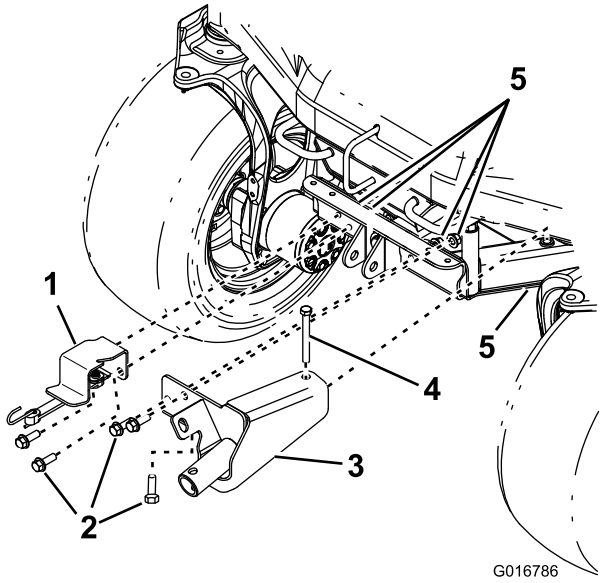

Figur 5
2. Fest jekkstøttebraketten til maskinens ramme med to flensskruer med sekskanthode og to låsemutre (Figur 5).
3. Monter jekkbraketten på maskinens ramme med tre flensskruer med sekskanthode (1/2 x 1-1/2 tomme), en sekskantskrue (1/2 x 4-1/2 tomme) og fire låsemutre (Figur 5).